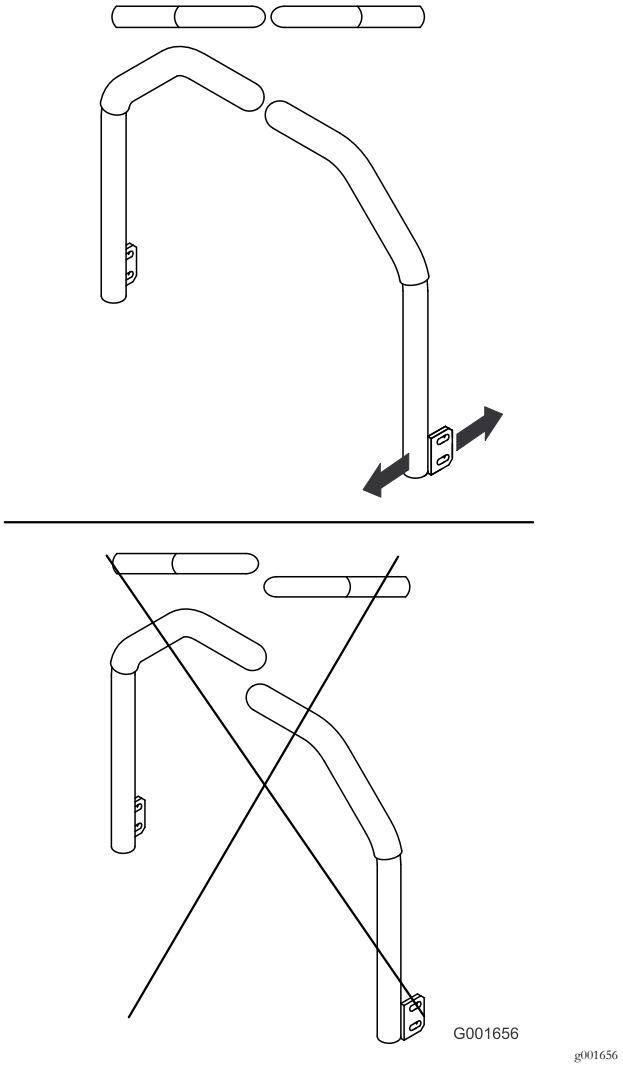

Figur 60
5. Juster håndtagene, så de står parallelt, og spænd boltene, der fastgør håndtagene til stolperne (Figur 60).